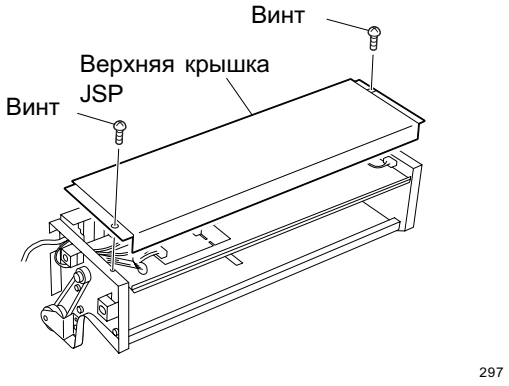

Fig. 6-8
3. Снимите верхнюю крышку JSP. (см. Fig. 6-8)
2. Снимите верхнюю крышку JSP. (см. Fig. 6-8)